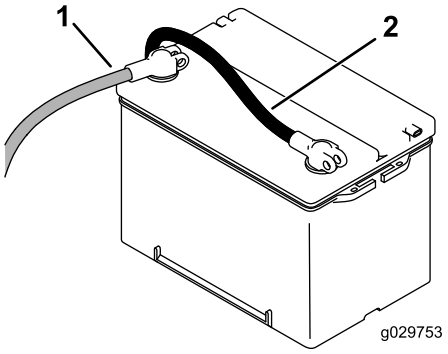

Figuur 50
- Om de machine elektrisch te ontladen, draait u de accu-ontkoppelingsschakelaar linksom naar de stand UIT (Figuur 50).
5. Bevestig de pluskabel (rood) aan de klem van de pluspool (+) van de accu en de minkabel (zwart) aan de klem van de minpool (-) van de accu (Figuur 50).